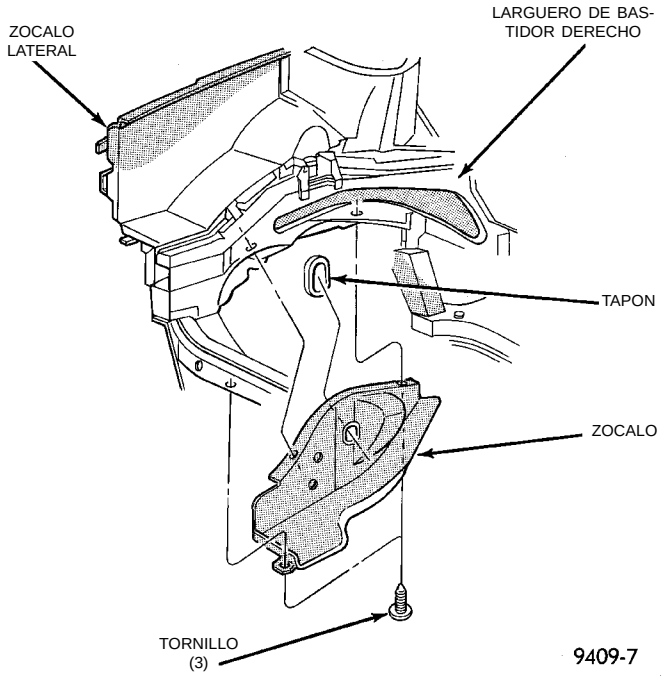

Fig. 43 Zócalo interno derecho
(1) Retire las correas de transmisión de accesorios. Para informarse sobre el procedimiento descrito en esa sección, consulte el Grupo 7, Sistema de refrigeración.
(2) Eleve el vehículo sobre un elevador y retire el zócalo interno derecho (Fig. 43).